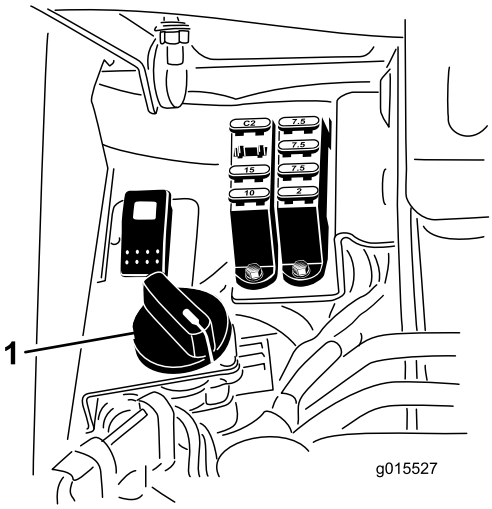

Figur 60
6. Drei spolehastighetskontrollen til posisjon 1 (Figur 60).